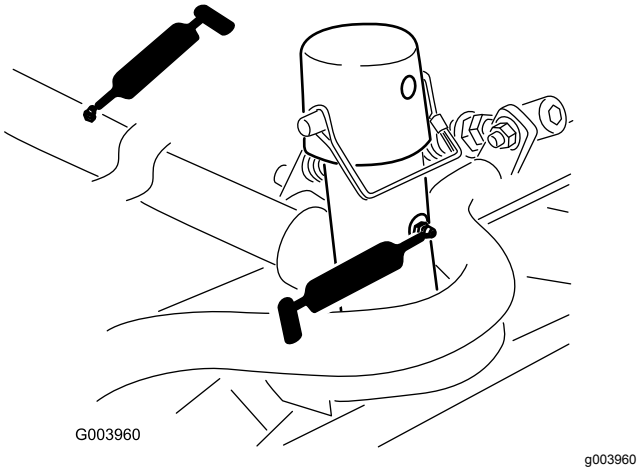

Figur 38
- Bæreramme og dreietapp for klippeenhet (2 hver) (Figur 38)